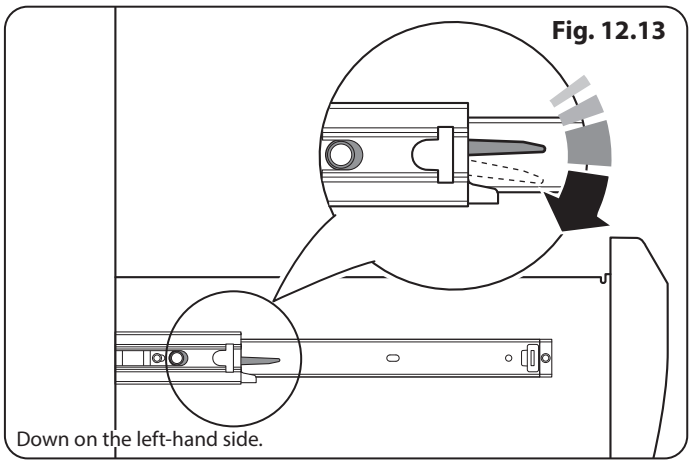
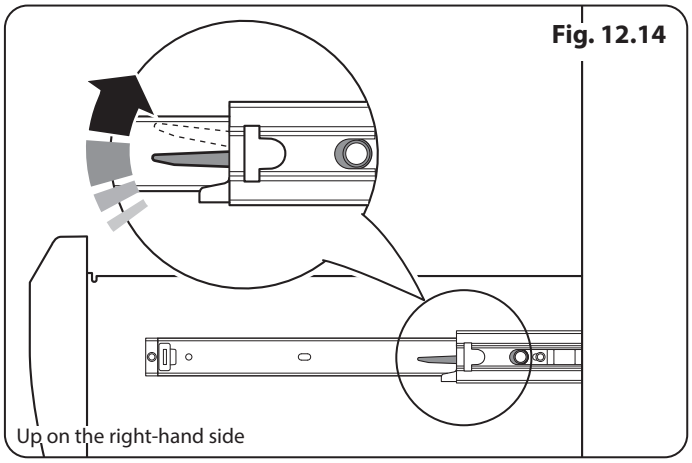

Fig. 12.13
Fig. 12.14
2. Push the ends of the plastic clips (**Fig. 12.13** and **Fig. 12.14**) to release the catches holding the drawer to the side runners. At the same time pull the drawer forward and away from the side runners.